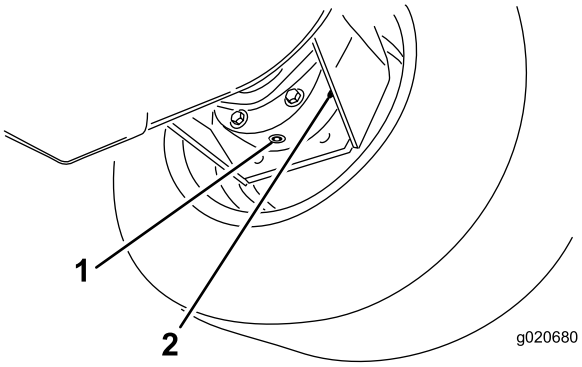

図 59
3. ブレーキハウジングの下に容器を置き、プラグを外してオイルを抜く図 59。